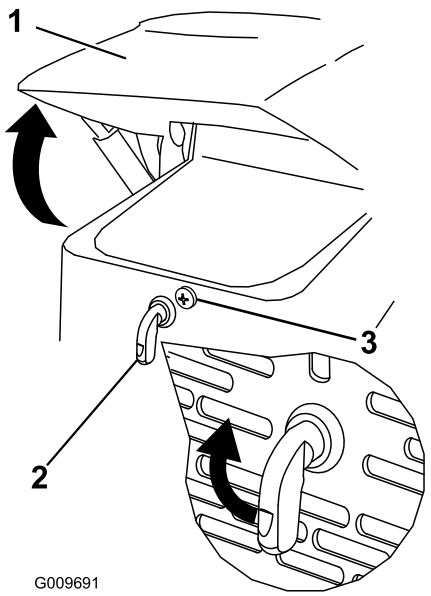

Figuur 22
1. Draai de vergrendelschroef van de motorkap los (Figuur 22)
2. Draai de motorhendel rechtsom (Figuur 22).
3. Klap de motorkap omhoog (Figuur 22).
3. Draai de vergrendelschroef vast om de hendel te vergrendelen (Figuur 22).